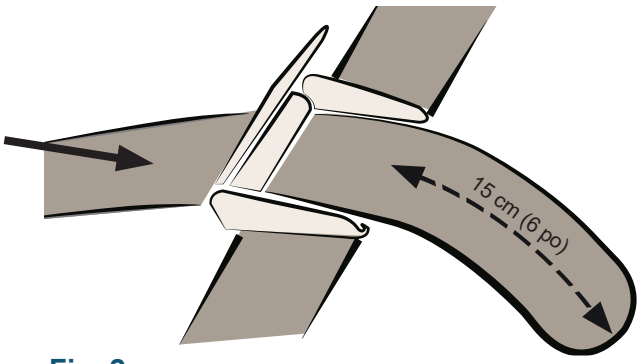

Fig. 2
2. Appuyez fermement sur la boucle pour la verrouiller. Laissez au moins 15 cm (6 po) de sangle à l'extérieur de la boucle. Voir fig. 2.
3. Placez un tube d'embout au-dessus de la tête du patient (A) et un autre sous les pieds (B).
4. Placez la section latérale (C), sans la sangle transversale, côté patient, avec les boucles en face.